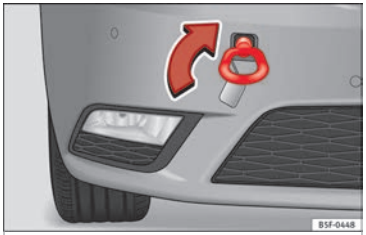

Fig. 98 Parte derecha del parachoques delantero: argolla de remolque enroscada.
– Atornille la argolla de remolque hasta el tope en la rosca **››› fig. 98** y apriétela con la llave de rueda.